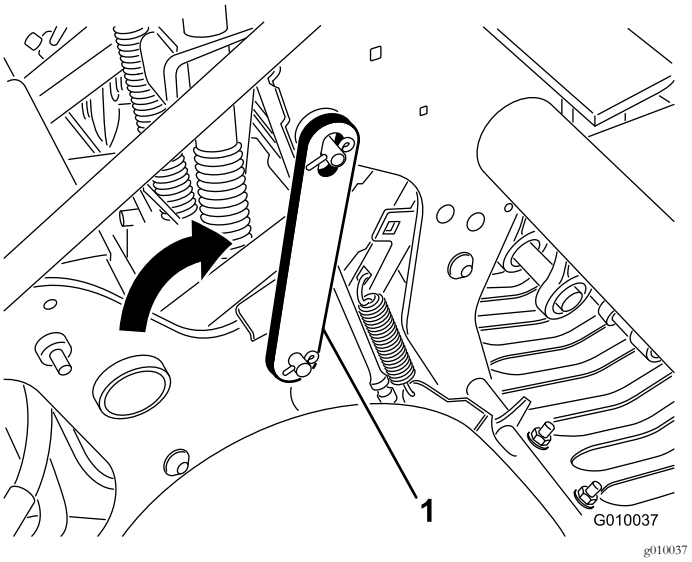

Figur 21
4. Vri servicelåsen bakover og før på luftehodesplinten (Figur 21). Fest den med klipsring.